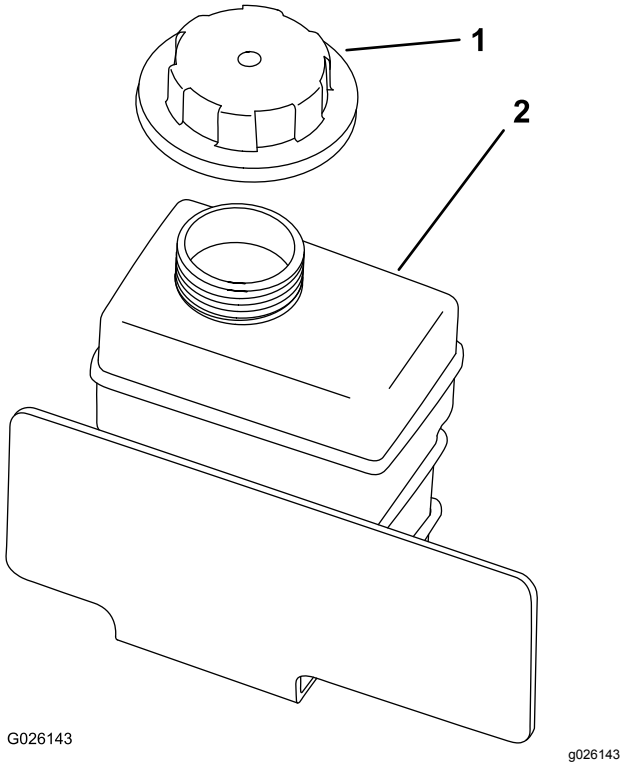

Figur 55
8. Fyll langsomt på reservetanken for kjølemiddel til nivået er ved bunnen av påfyllingshalsen (Figur 55).
9. Sett på reservetanklokket (Figur 55).